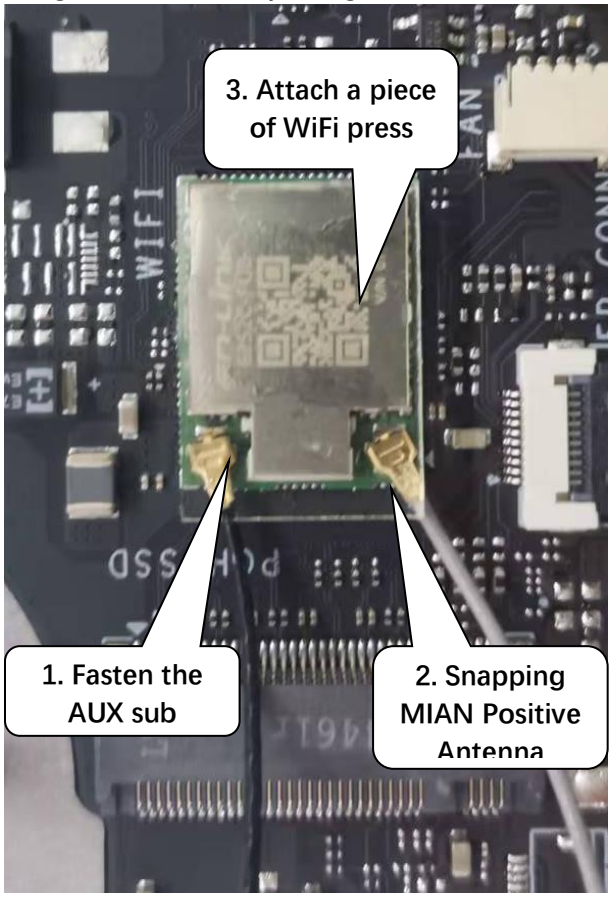

Figure 3-43 Replacing the AUX Antenna
4. After plugging in the screen cable, install the screen in the A shell, press the position of the two sides of the adhesive tape to ensure that the screen and the adhesive tape are in full contact with each other, as shown in the figure; (Figure 3-43).